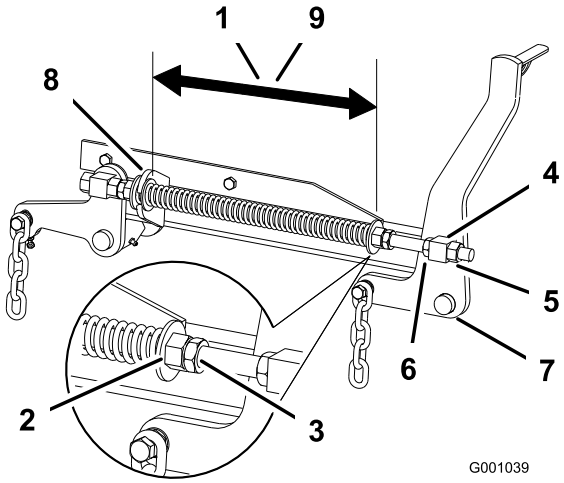

**Figuur 86**
2. Controleer de afstand tussen de twee grote ringen; deze moet 28,2 cm bedragen bij een 132  maaidek en 26,7 cm bij een 152 cm maaidek (Figuur 86).
3. U kunt deze afstand instellen door de contramoer van de veer los te draaien en vervolgens te draaien aan de moer op de voorkant van elke veer (Figuur 86). Als u de moer rechtsom draait, wordt de veer korter; als u de moer linksom draait wordt de veer langer.
4. U borgt de moer in deze stand door de contramoer van de veer vast te draaien (Figuur 86).